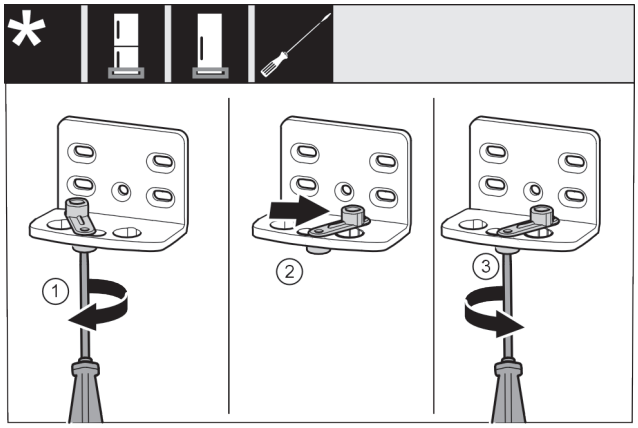

*Fig. 46 **
▶ Šroubovákem volně přišroubujte šroub *Fig. 46 (1)*.*
▶ Zvedněte pomůcku zavírání dveří *Fig. 46 (2)* a v otvoru ji otočte o 90° doprava.*
▶ Šroubovákem šroub *Fig. 46 (3)* pevně utáhněte.*